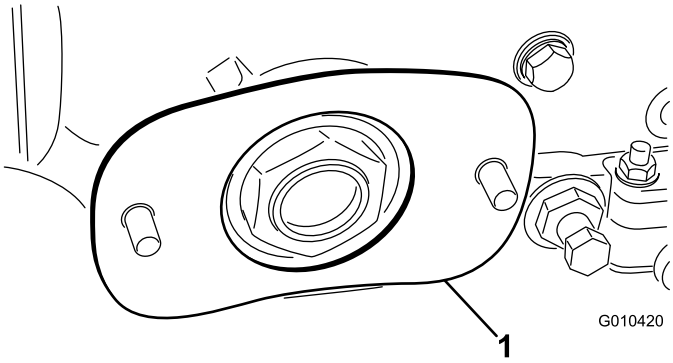

**Figura 5**
8. Coloque el suplemento sobre los pernos, posicionándolo según se muestra en Figura 5.